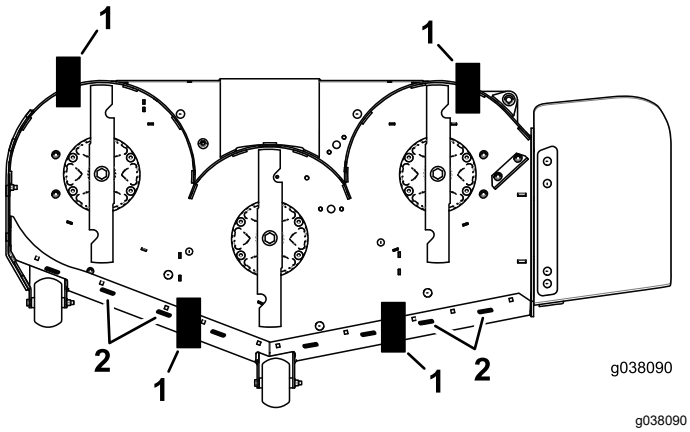

**Figuur 83**
9. Plaats 2 blokjes (zie onderstaande tabel) onder de achterste rand van de maaikast; 1 blokje aan elke kant van het maaidek (Figuur 83).